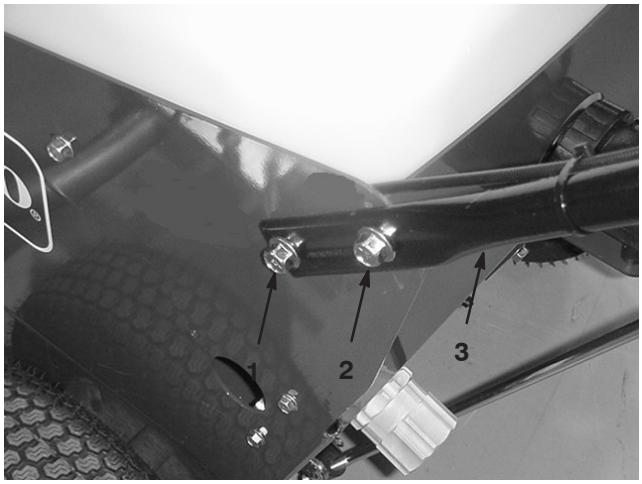

Figure 3
3. Using the lower set of holes, loosely mount the handle to the tank support with (2) bolts (Fig. 3).
4. Select one of the upper mounting holes, position the handle at the desired operating position and secure the handle to the tank support with (2) bolts and nuts (Fig. 3).